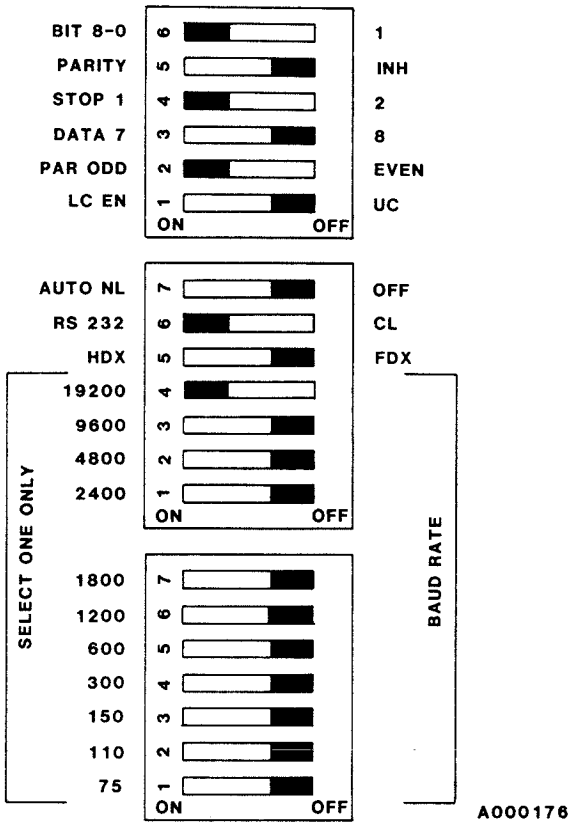

FIGURE 3. FRONT PANEL SWITCHES
5. Twenty Front Panel Switches are located beneath the nameplate, adjacent to the keyboard. A slot-head screw is used to secure the nameplate. Depress the sides (ON or OFF) of the Front Panel Switches that are darkened in FIGURE 3. The lower 11 switches select the desired baud rate. In FIGURE 3, the maximum baud rate of 19200 has been selected. A lower baud rate may be selected, if desired. Replace the nameplate after the Front Panel Switches are set.